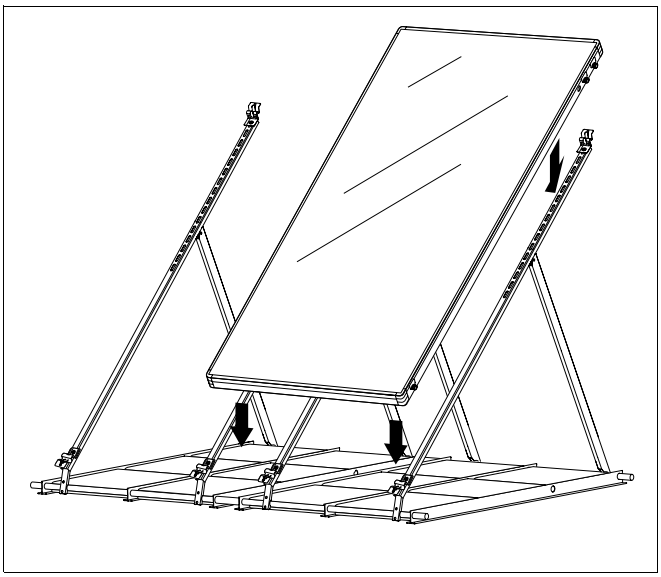

Afb. 56 Eerste collector plaatsen
- Leg de eerste collector (afb. 56) in het midden van de bak, gevormd door de voorgemonteerde collectorhouders.